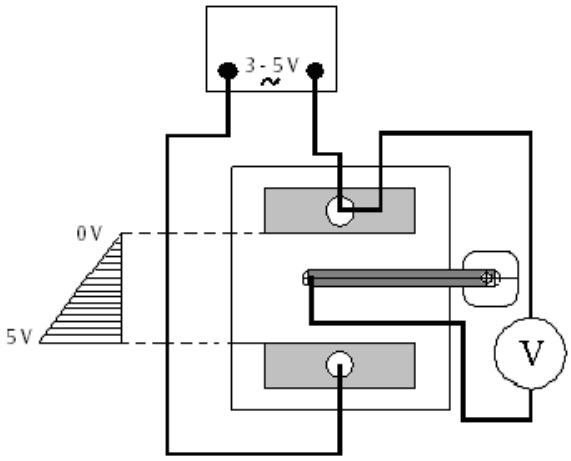

Fig. 1 Versuchsaufbau
- Wanne auf einen Bogen Millimeterpapier stellen und Versuchsaufbau gemäß Fig. 1 herstellen.